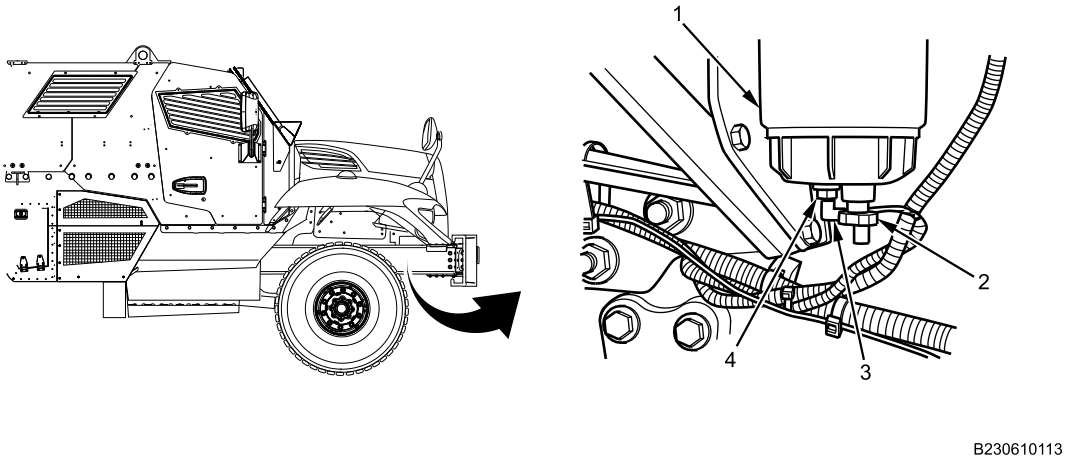

Figure 1. Fuel/Water Separator and Water Sensor Probe.
1. Position drain pan under fuel/water separator (Figure 1, Item 1).
2. Open valve (Figure 1, Item 2) and drain fuel from fuel/water separator (Figure 1, Item 1).
3. Disconnect electrical connector (Figure 1, Item 3) from water sensor probe (Figure 1, Item 4).
4. Remove water sensor probe (Figure 1, Item 4) from fuel/water separator (Figure 1, Item 1).